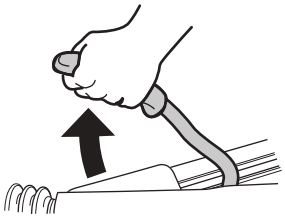

Fig. 9
► Apply the parking brake (Fig. 9) and / or secure the tyres with wheel chocks.